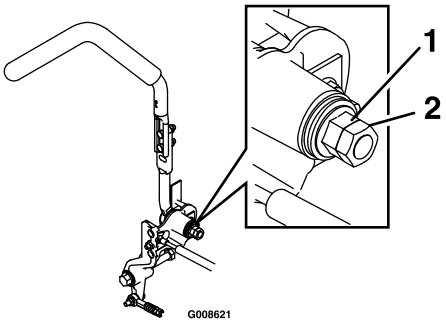

**Figur 65**
1. Lossa kontramuttern (Figur 65).